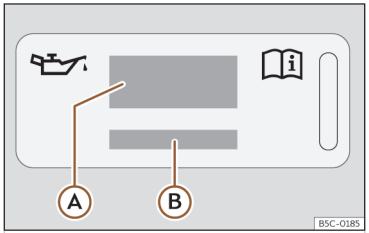
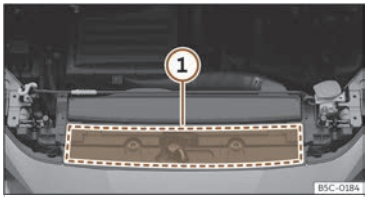

Abb. 204 Im Motorraum: Aufkleber mit Motoröl-Spezifikationen
Abb. 205 Im Motorraum: Position des Aufklebers mit Motoröl-Spezifikationen
Legende zur ››› **(Abb. 204)**:
Wenn Motoröl nachgefüllt werden muss, verwenden Sie eines der auf dem Aufkleber angegebenen Motoröle ››› **(Abb. 204)**. Der Aufkleber mit der vorgeschriebenen Motoröl-Norm befindet sich im vorderen Bereich des Motorraums ››› **(Abb. 205)** ①. Bei Verwendung des empfohlenen Motoröls kann das Motoröl so oft wie erforderlich nachgefüllt werden.
- **Wenn der Aufkleber mit den Motoröl-Spezifikationen ››› (Abb. 204) fehlt, wenden Sie sich an einen Fachbetrieb.**